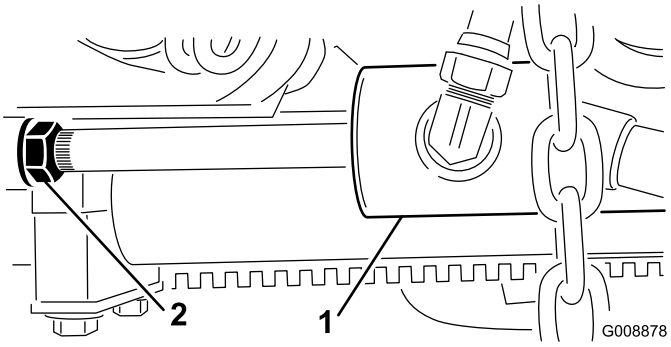

**Figur 13**
B. Flytta kontramuttern på cylindern bakåt (Figur 13).